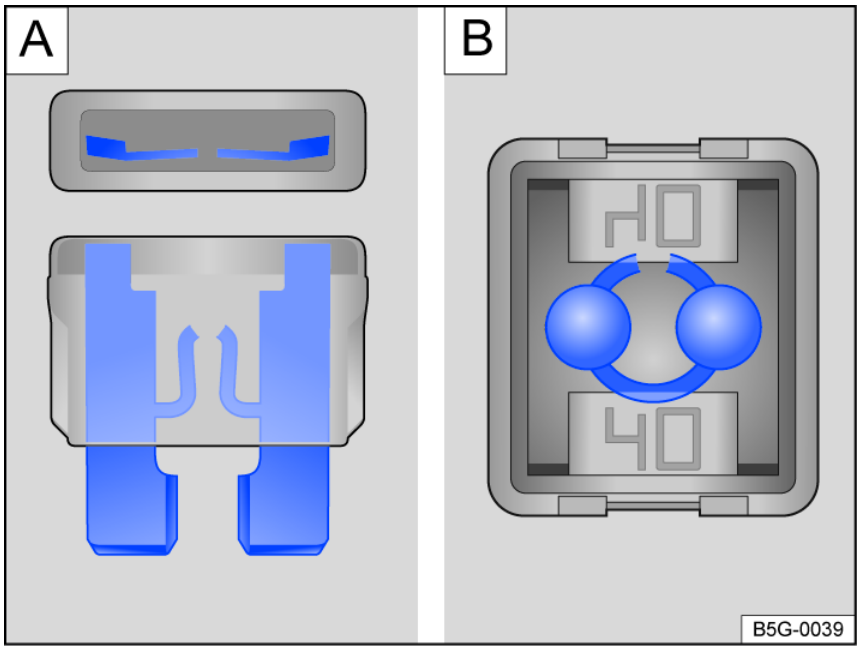

Fig. 131 Blown fuse (general example).
- A blown *flat connector fuse (ATO®, MINI®)* has metal strips that have burned through, which you can see through the transparent housing from above and fror the side *fig. 131* A.
- A blown *block fuse (JCASE®)* is recognizable by the melted metal strip seen through the transparent housing from above *fig. 131* B.